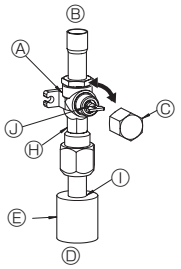
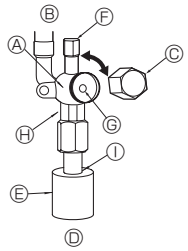

Fig. 4-5
Fig. 4-6
(1) Lado del gas (Fig. 4-5)
① Quite la tapa, tire de la manivela hacia usted y gire 1/4 de vuelta hacia la izquierda para abrir.
② Cerciórese de que la válvula de parada esté completamente abierta, empuje la manivela y enrosque la tapa en su posición original.
(2) Lado del líquido (Fig. 4-6)
① Abra la tapa y gire la varilla de válvula hacia la izquierda hasta su tope, utilizando una llave hexagonal de 4 mm. Deje de girar cuando llega al tope. (ø6,35, 1/4 inch: Aproximadamente 4,5 revoluciones) (ø9,52, 3/8 inch: Aproximadamente 10 revoluciones)